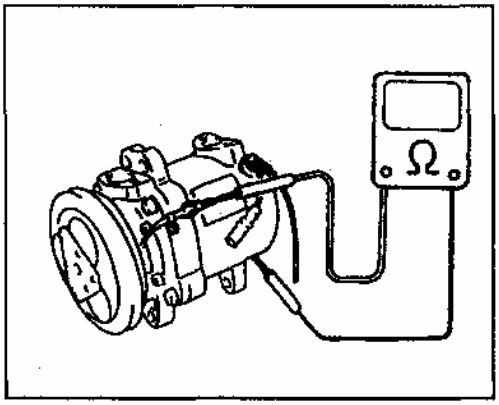

Рис. 776
• Проверьте шкив муфты и пластину ротор на износ или замасленное состояние. Проверьте подшипник муфты на шум, износ и утечку масла. Измерьте сопротивление катушки муфты при 20$^{O}$C (Рис. 776). Стандартное сопротивление 2.9-3.8 Ом. Если значение сопротивления выходит за допустимые пределы, замените катушку.